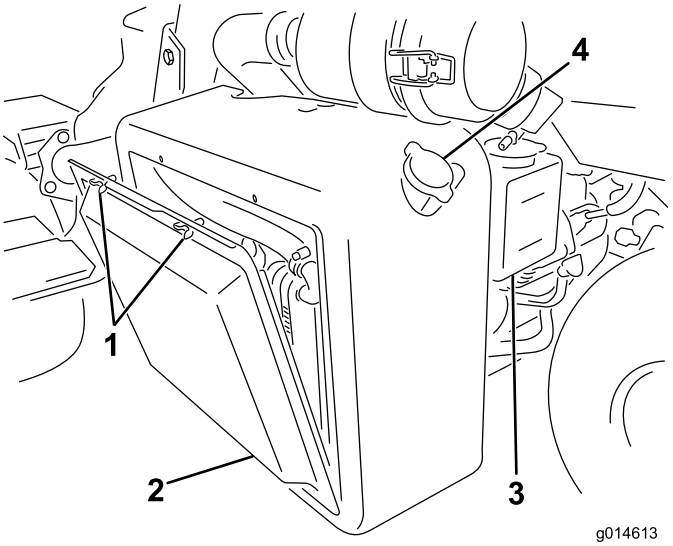

Figur 56
1. Ta av radiatorskjermen (Figur 56).